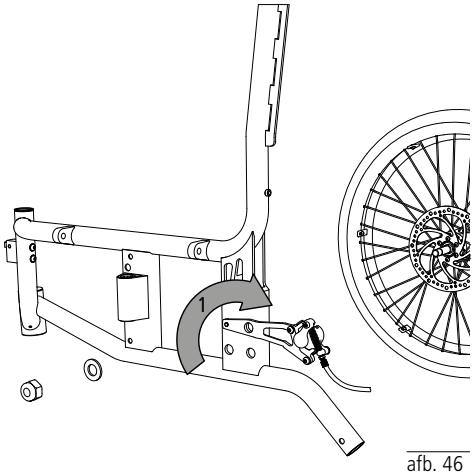

afb. 46
1. Als er een rem voor de begeleider is gemonteerd (optioneel) maakt u de remkabels van de schijfrem aan beide kanten helemaal los en trekt u de remkabel eruit (1, afb. 46).